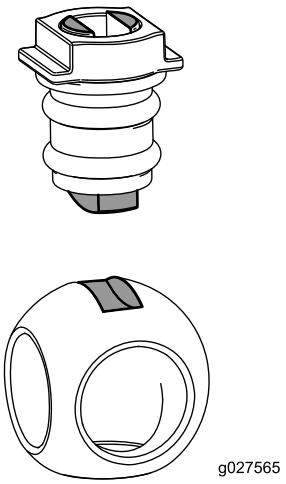

図 105
6. バルブボディーにボールを入れる図 105。
注 バルブのステムはボール駆動スロットに収まります。収まらない場合は、ボールの位置を調節してください 図 105。